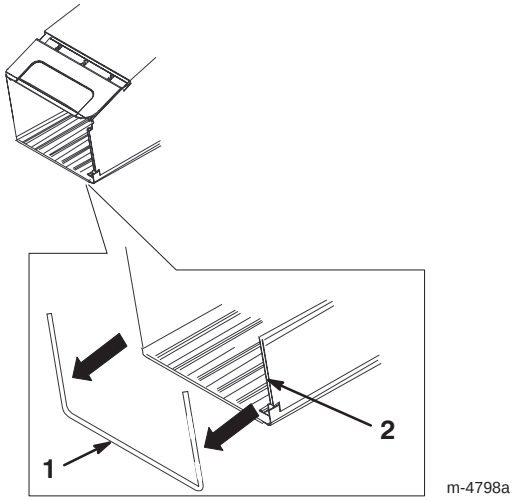

Figur 5
1. Fastgør græsposens to sidekanaler til græsposerammen som vist i Figur 5.